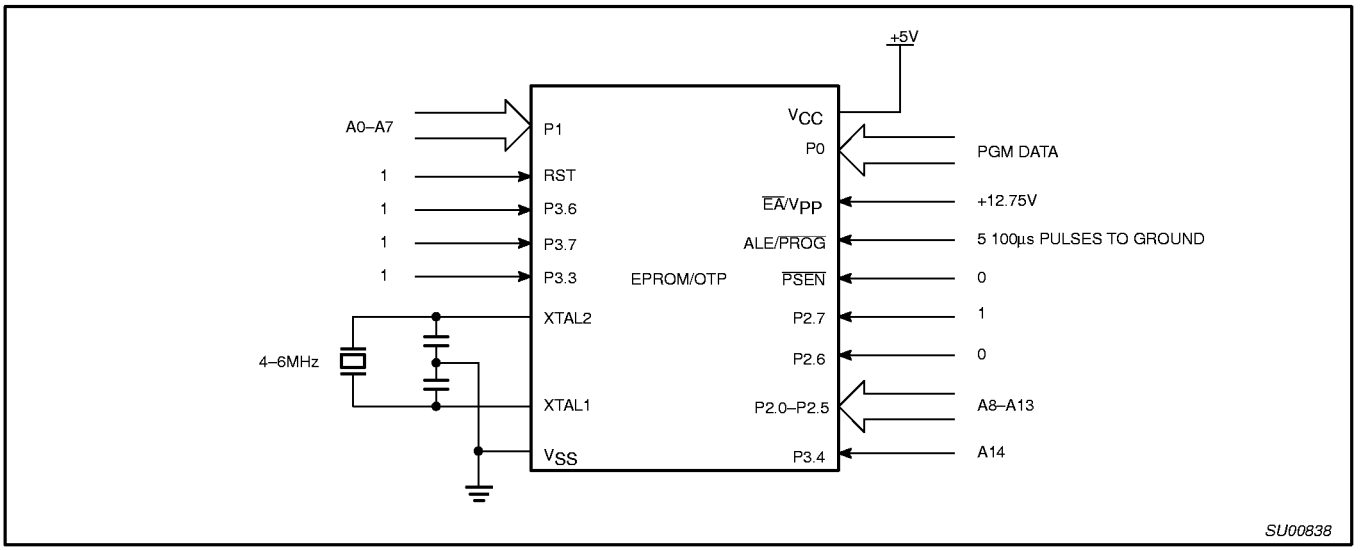
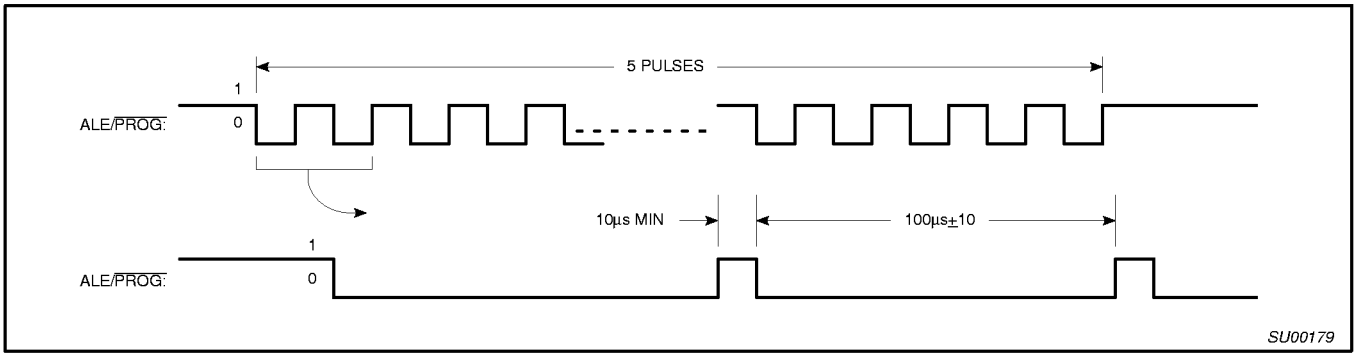
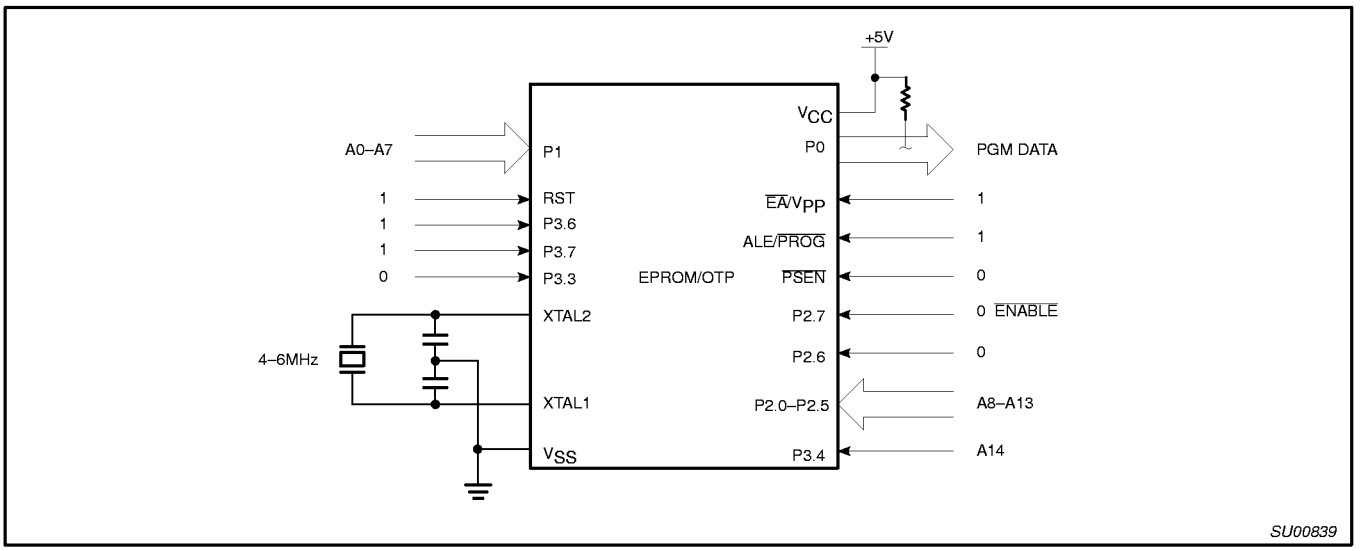

Figure 40. Programming Configuration
Figure 41. $\overline{\text{PROG}}$ Waveform
Figure 42. Program Verification
Table 9 shows the logic levels for reading the signature byte, and for programming the program memory, the encryption table, and the security bits. The circuit configuration and waveforms for quick-pulse programming are shown in Figures 40 and 41. Figure 42 shows the circuit configuration for normal program memory verification.
The setup for microcontroller quick-pulse programming is shown in Figure 40. Note that the device is running with a 4 to 6MHz oscillator. The reason the oscillator needs to be running is that the device is executing internal address and program data transfers.
The address of the EPROM location to be programmed is applied to ports 1 and 2, as shown in Figure 40. The code byte to be programmed into that location is applied to port 0. RST, $\overline{PSEN}$ and pins of ports 2 and 3 specified in Table 9 are held at the 'Program Code Data' levels indicated in Table 9. The ALE/$\overline{PROG}$ is pulsed low 5 times as shown in Figure 41.
If security bits 2 and 3 have not been programmed, the on-chip program memory can be read out for program verification. The address of the program memory locations to be read is applied to ports 1 and 2 as shown in Figure 42. The other pins are held at the 'Verify Code Data' levels indicated in Table 9. The contents of the address location will be emitted on port 0. External pull-ups are required on port 0 for this operation.
* FOR PROGRAMMING VERIFICATION SEE FIGURE 40.
FOR VERIFICATION CONDITIONS SEE FIGURE 42.